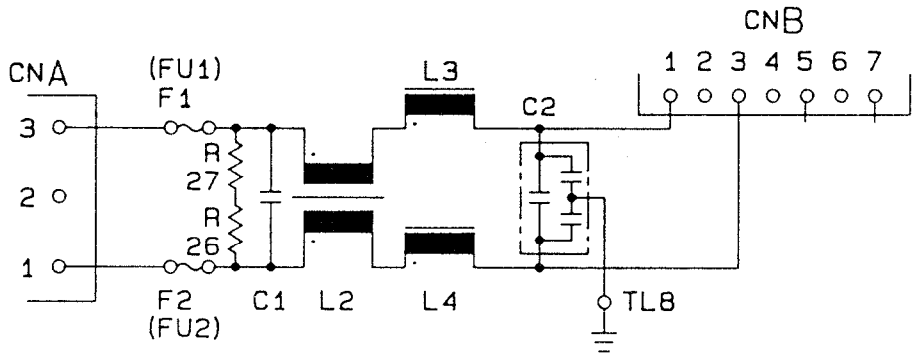

Fig. 1 Input fuse and noise filter
This power supply employs the PULSE-DURATION-CONTROL HALF BRIDGE INVERTER SYSTEM that contributes to compactness, light weight and high efficiency. Fig. 17 shows the overall view of the circuit. Fig.18 ~ Fig.20 show the printed circuit boards PB1, PB2 and PB3. The power supply consists of the functional blocks shown in Fig. 21. The blocks are explained according to the circuit diagrams of Fig.1 ~ Fig.16.
① INPUT-FUSE (Fig. 1)
② NOISE-FILTER (Fig. 1)